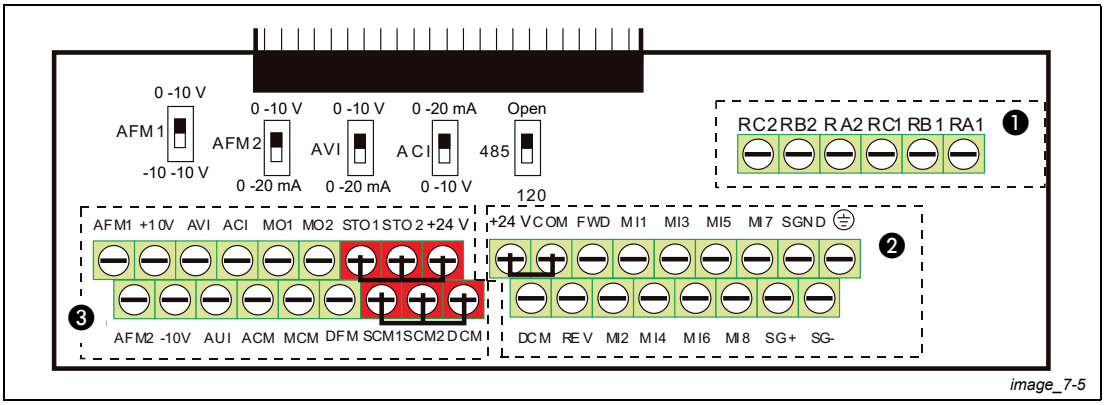

Abb. 7-5: Abnehmbarer Klemmenblock
- Bei dem in Abb. 7-5 dargestellten Auslieferzustand sind die Klemmen STO1, STO2, +24V und SCM1, SCM2, DCM werkseitig kurzgeschlossen. Die Klemme +24V im Bereich ❸ der Abb. 7-5 ist nur für die STO-Funktion vorgesehen und kann nicht für andere Zwecke genutzt werden. Im Auslieferzustand sind die Klemmen +24V-COM kurzgeschlossen und es ist die negative Logik (NPN) eingestellt. Weitere Informationen zur Verdrahtung finden Sie auch in Kapitel 5 „Anschluss“.
❶ und ❷: Klingenbreite 3,5 mm, Klingendicke 0,6 mm;
❸: Klingenbreite 2,5 mm, Klingendicke 0,4 mm